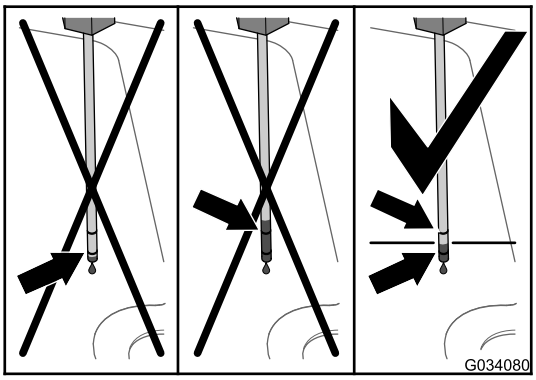
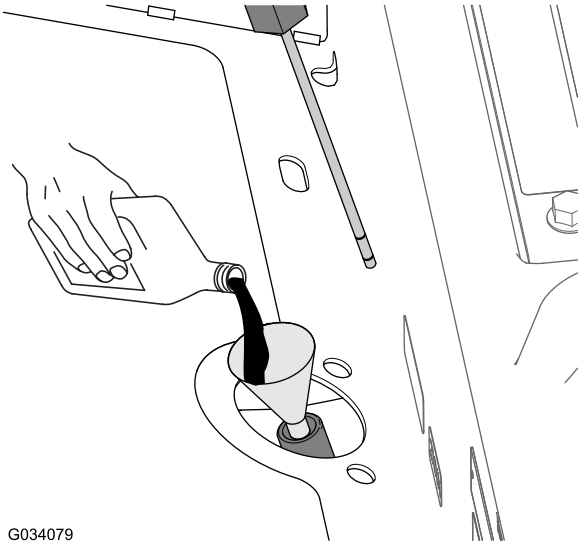

Figur 84
Figur 85
4. Ta bort oljestickan och kontrollera oljenivån (Figur 84).
5. Om vätskenivån ligger under det nedre märket på oljestickan ska du fylla på angiven hydraulolja i påfyllningsröret (Figur 85) tills vätskenivån hamnar mellan de övre och nedre markeringarna på oljestickan (Figur 84). Se Specifikation för hydraulvätska (sida 59).
6. Tillsätt angiven hydraulvätska i påfyllningsröret (Figur 85 i Kontrollera hydraulsystemet och vätskenivån (sida 60)) tills vätskenivån i växellådshuset (tanken) visar ungefär halvvägs mellan de övre och nedre markeringarna på oljestickan (Figur 84 i Kontrollera hydraulsystemet och vätskenivån (sida 60)). Se Specifikation för hydraulvätska (sida 59).